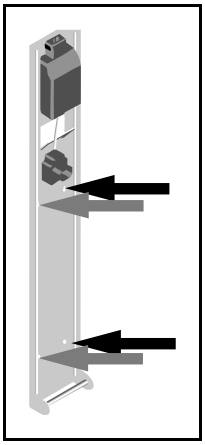

Fig. 1
3) Reggendo il caricabatteria alla parete, inserire e stringere le viti, come mostrato nella Fig. 1.